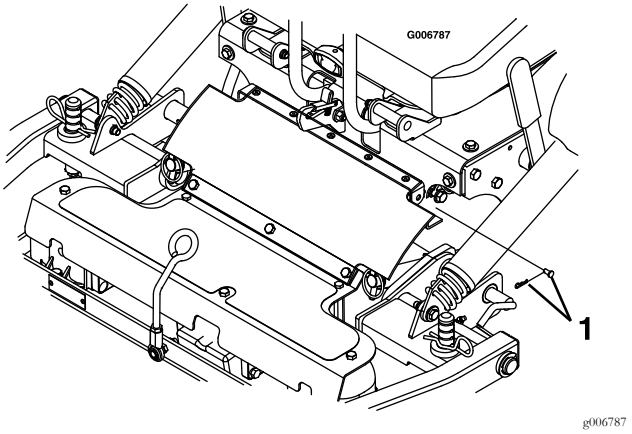

Figure 14
7. Remove hairpin and clevis from both sides of the PTO guard (see Figure 14).
5. Align upper portion of the PTO rubber guard to the tabs on the front of the console and secure with a clevis pin and hairpin on each side (see Figure 14).